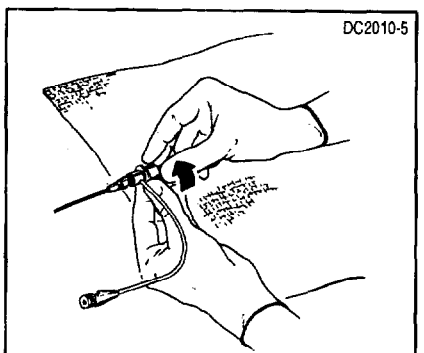

Figur 7. Fastgørelse af probe til T-B-adapter
8. Spænd omløbermøtrikkerne helt fast for at holde proben på plads (Figur 7). Aspirér al luft bort gennem sideporten. Sørg for en kontinuerlig eller intermitterende heparinisеret skylning gennem sideport fittings på T-B-adapteren.